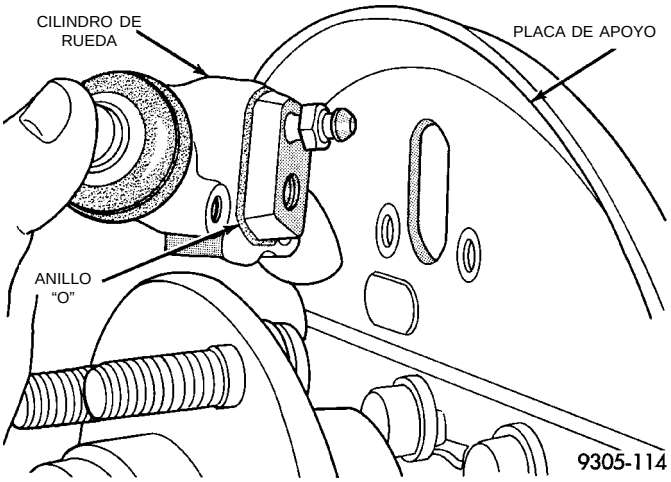

Fig. 95 Desmontaje/instalación del cilindro de rueda
(8) Retire el conjunto del cilindro de rueda trasera de la placa de apoyo del freno (Fig. 95).